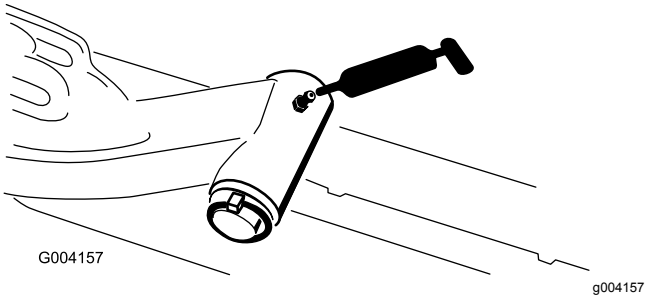

Figur 78
- Løftearmenes drejeaksel (1 hver) (Figur 78)